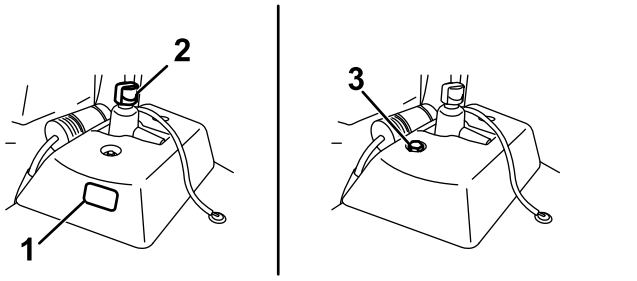

Figur 54
- Hvis den ekstra hydraulikktanken har et seglass, må du sjekke oljenivået der (Figur 54) og fortsett til trinn 5.
- Hvis den ekstra hydraulikktanken ikke har et seglass, finn peilestaven på toppen av maskinen (Figur 54) og fortsett til trinn 3.